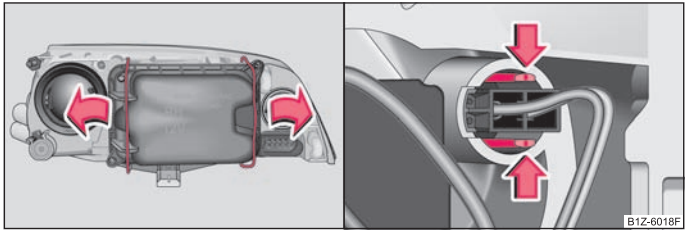

Fig. 148 Démontage du cache des ampoules des feux de position et de croisement/démontage de l'ampoule des feux de position
- Pousser l'étrier en fil de fer sur le côté dans le sens de la flèche et démonter le cache ⇒ fig. 148, à gauche.
- Pousser les languettes dans le sens de la flèche et sortir la douille avec l'ampoule du feu de position ⇒ fig. 148, à droite.